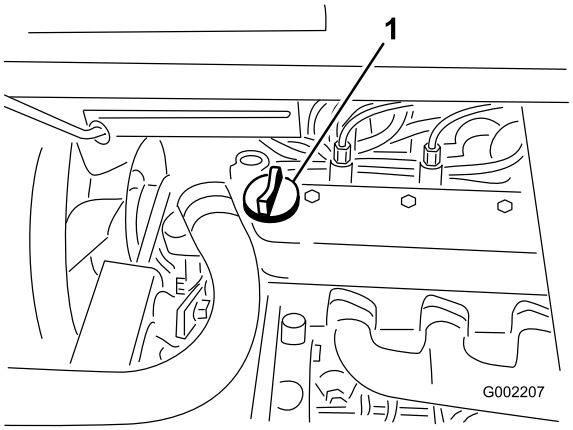

Figur 38
3. Om oljenivån är låg tar du bort påfyllningslocket från ventilkåpan (Figur 38) och fyller på med olja i öppningen tills nivån når upp till markeringen Full på oljestickan. Se avsnittet Serva motoroljan för information om korrekt oljetyp och viskositet. Fyll sakta på oljan och kontrollera nivån med jämna mellanrum under tiden. Fyll inte på för mycket.